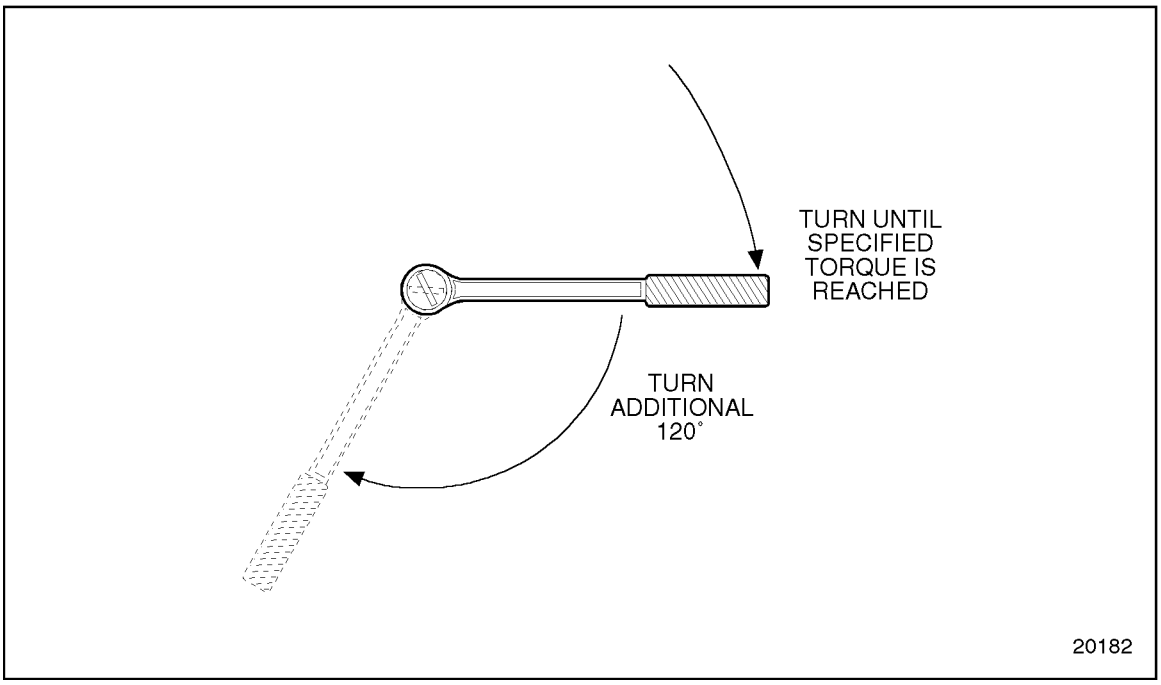

Figure 1-392 Torque Turn Limits
23. Turn bolt an additional 120 degrees. See Figure 1-392.